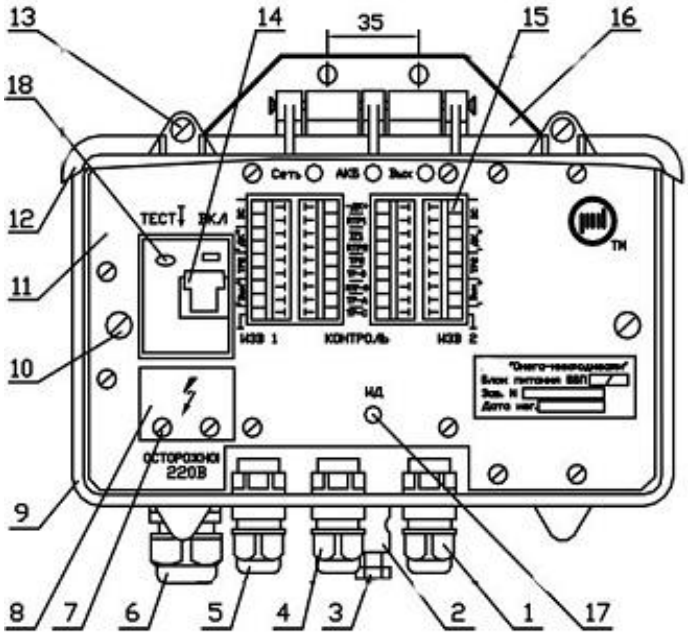

Рис. 6.13
6.4.3.8 БП выполнен в литом алюминиевом корпусе с крышкой. Внутри корпуса (рис. 6.12, рис. 6.13 для модификации «/з»), на съемном шасси размещены электронные модули и аккумуляторная батарея (АКБ) 12 В/1,3 Ач для резервного питания.
6.4.3.9 На рис. 6.13 (и рис. 10.20) обозначено: